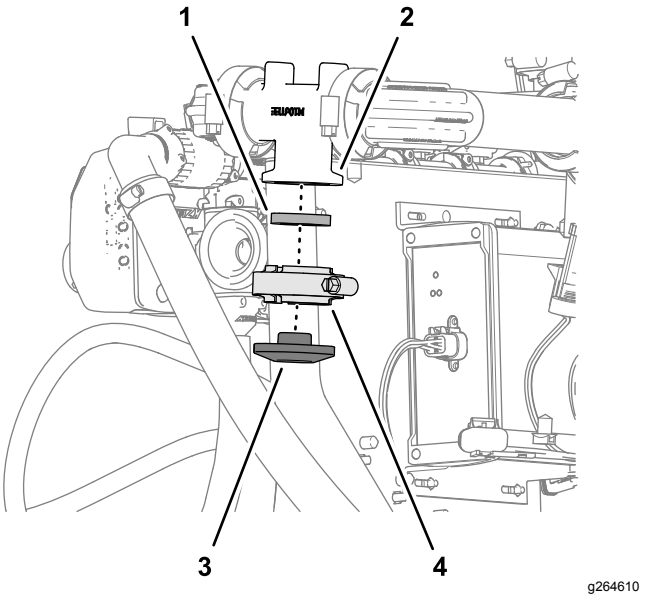

Rysunek 138
3. Zamontuj pokrywę płaską do kołnierza rozdzielacza przepływomierza, używając obejmy kołnierzowej i uszczelki zdemontowanych w kroku 2, po czym dokręć obejmę palcami (Rysunek 138).